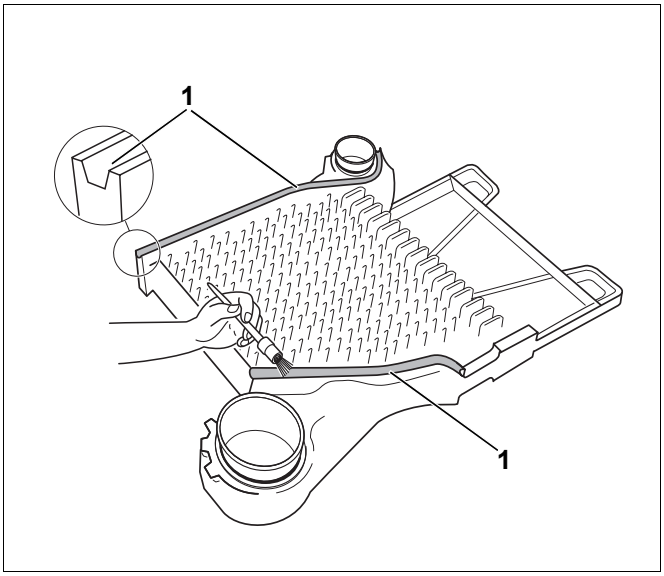

Rys. 9 Zagruntowanie rowków uszczelniających środkiem adhezyjnym
Aby sznury uszczelniające dobrze przylegały do rowków uszczelniających (rys. 9, **poz. 1**), rowki muszą być czyste i suche.
- Zagruntować rowki uszczelniające (rys. 9, **poz. 1**) środkiem adhezyjnym (gruntującym), patrz rys. 9.